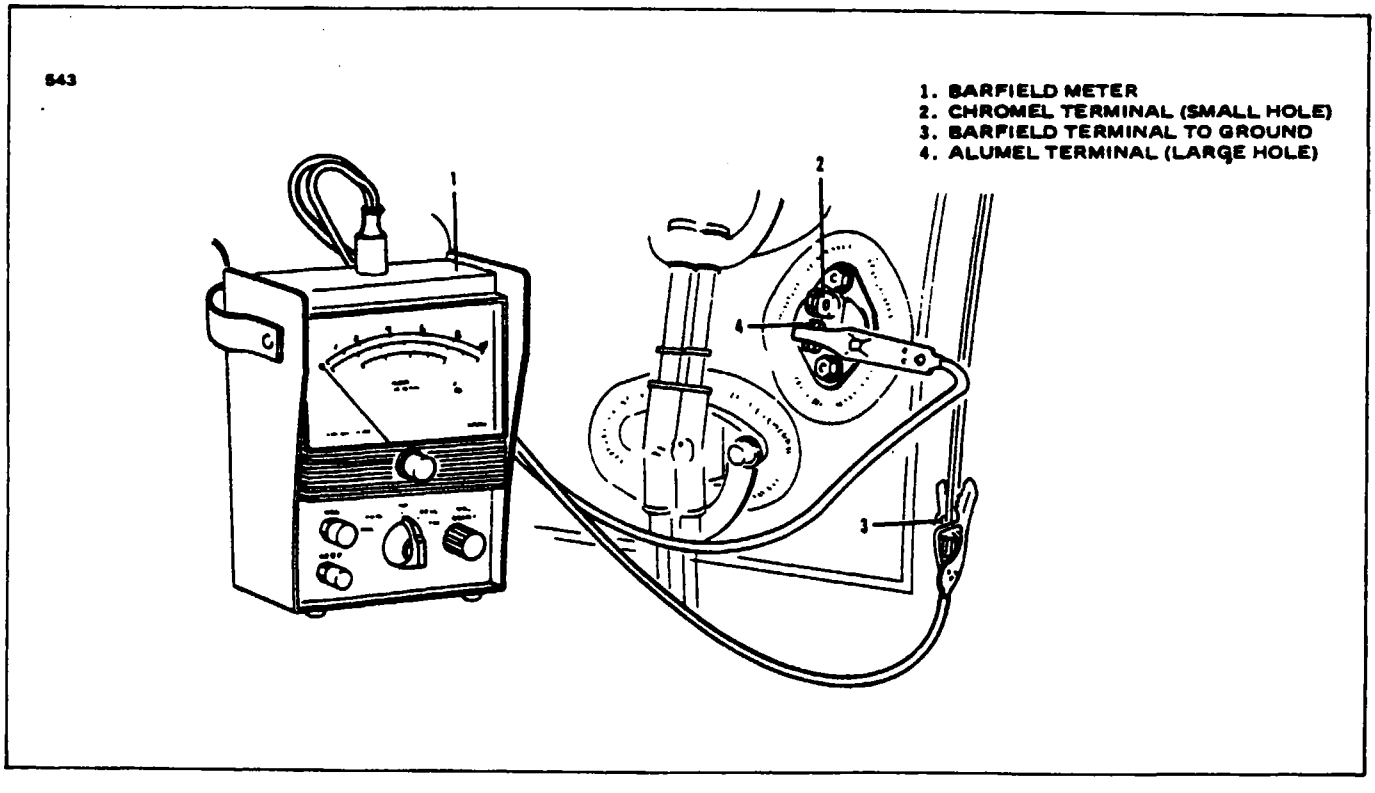

Figure 8-18. T5 Harness Insulation Resistance Check
b. Check insulation resistance of harness at terminal block. When measured from either chromel or alumel terminal to ground, minimum acceptable resistance is 5000 ohms. (Refer to Figure 8-18.)
8-102. INTER-TURBINE TEMPERATURE CALIBRATION CHECK. (Refer to Figure 8-18.)